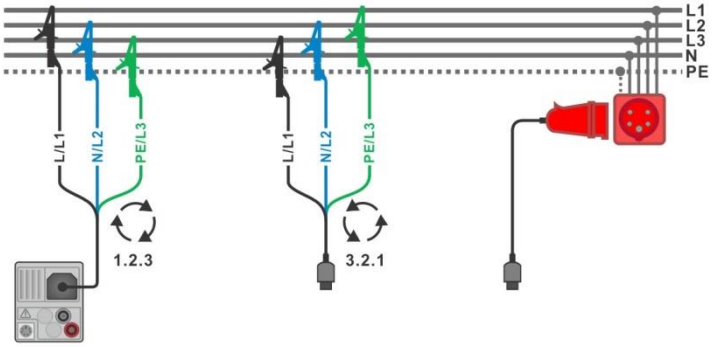
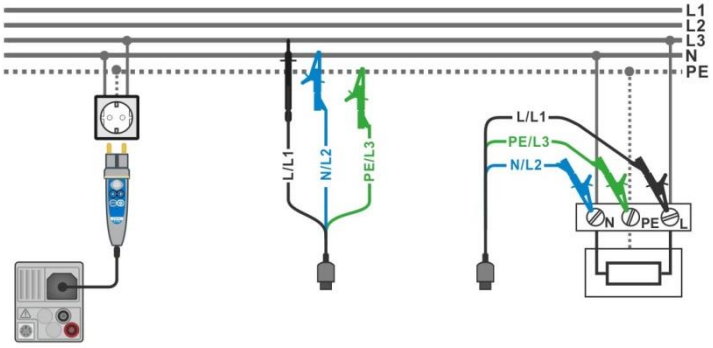

Figure 7.2: Connection of 3-wire test lead and optional adapter in three-phase system
Figure 7.3: Connection of Plug commander and 3-wire test lead in single-phase system
- Connect test leads to object under test (see ***Figure 7.2*** and ***Figure 7.3***).